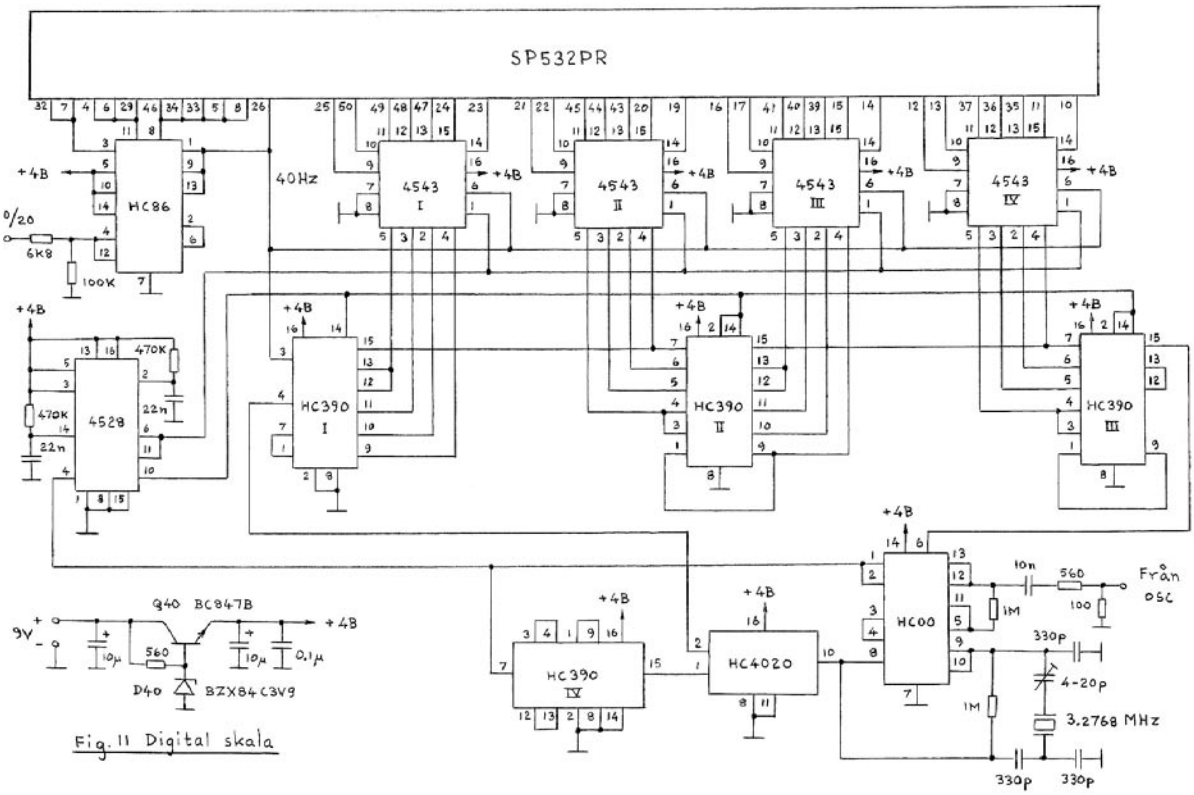

Fig. 11 Digital skala
På kopplingsschemat fig. 11 finns kretsen 74HC00 (eller HC00). Den innehåller fyra NAND-funktioner med två ingångar vardera. Genom att koppla ihop ingångarna och med ett motstånd på 1 Mohm förbinda dessa med utgången kan man få en förstärkare med hög förstärkning. Den inkommande sinusformade oscillatorsignalen kommer in på en sådan förstärkare (stift 12 och 13) och omvandlas till ett pulståg med rätt amplitud (stift 11). En annan NAND-funktion användes som kristalloscillator (stift 10, 9 och 8). Med denna oscillator skall vi skapa tidspulsen. Med trimkondensatorn trimmas frekvensen 3,2768 MHz in exakt. I kretsen HC4020 divideras denna frekvens med 4096, så att frekvensen 800 Hz erhålles på stift 1. I kretsen HC390 (IV) användes de båda dekadräknarna för att dividera frekvensen ytterligare med 100. På stift 7 kommer ut en osymmetrisk 8 Hz signal. Den består av en puls, som är 100 m s lång och avståndet till nästa puls är 25 ms. Den totala periodtiden är alltså 125 ms, vilket motsvarar frekvensen 8 Hz. På detta sätt har vi skapat vår tidspuls. Tidspulsen inverteras i en av NAND-funktionerna i kretsen HC00 (stift 1, 2 och 3) och vårt pulspaket skapas i den sista NAND-funktionen (stift 4, 5 och 6).